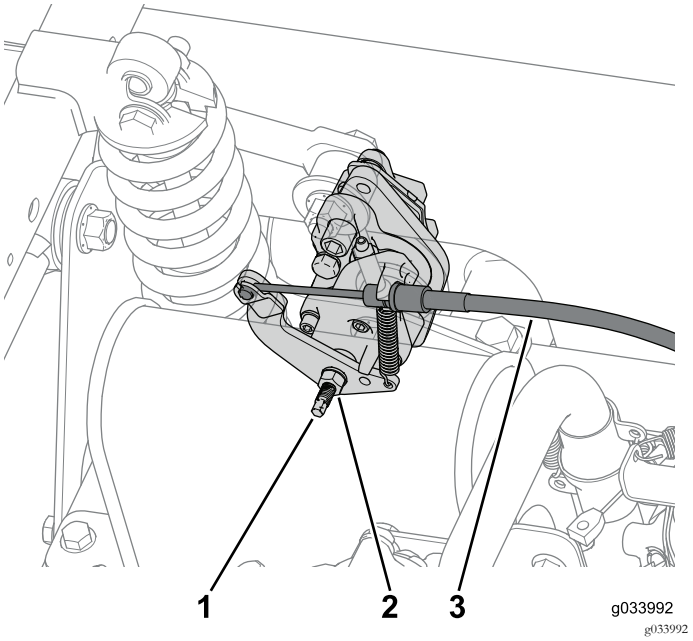

Figur 8
1. Lossa kontramuttern och vrid därefter ställskruven två varv moturs på båda bakre bromsoken (Figur 8).
2. Koppla loss parkeringsbromskabeln från båda bakre bromsoken (Figur 8).